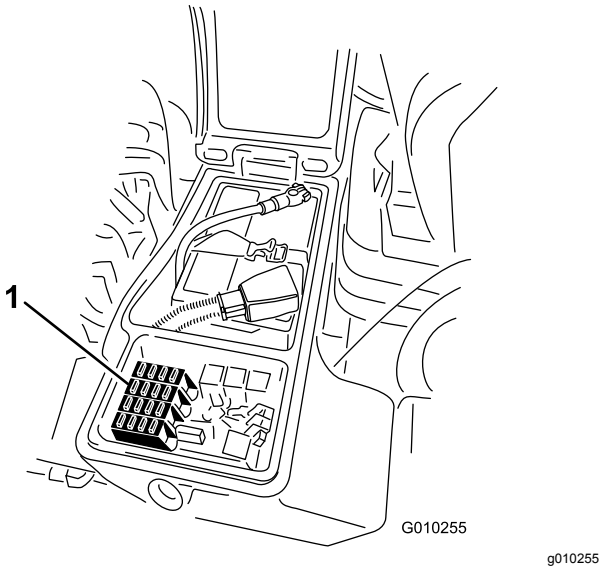

Figuur 96
1. Zet de grendel van het deksel van de opbergbak rechts los en zet het deksel omhoog (Figuur 95) om bij de zekeringhouder te kunnen (Figuur 96).
2. Vervang de vrije zekering(en) indien nodig (Figuur 96).